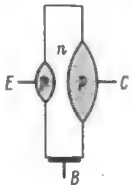

Bild 3. Legierungstypen
3. An die Gruppe der Legierungstransistoren (alloy transistor; *Bild 3)*, beginnend mit dem Randschicht-Transistor (surface barrier transistor), der 1954 beim pnip-Typ (intrinsic barrier transistor) kollektorseitig eine eigenleitende (intrinsic-)Schicht zur Erzeugung eines Driftfeldes (höhere Grenzfrequenz) und zur Verbesserung der Spannungsfestigkeit erhielt. Gewissermaßen eine kleinere Ausgabe bildete der MAT (Micro Alloy Transistor), dessen i-Schichtvariante – der MADT (Micro Alloy Diffused Transistor) – zur Gruppe der Legierungs-Diffusionstypen überleitete.